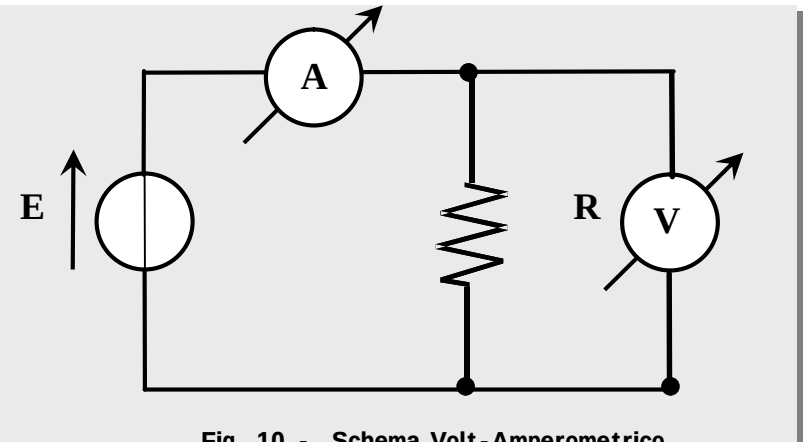

Fig. 10 - Schema Volt-Amperometrico
b. Monta il circuito, come da Fig. 10, scegliendo per il voltmetro una portata opportuna in relazione al valore scelto per E (iniziale uguale ad 1 V), e ponendo inizialmente l' amperometro sulla portata massima, dato che non si conosce a priori il valore della corrente che scorrerà nel circuito. Utilizza la resistenza fornita dall'Assistente di Laboratorio.